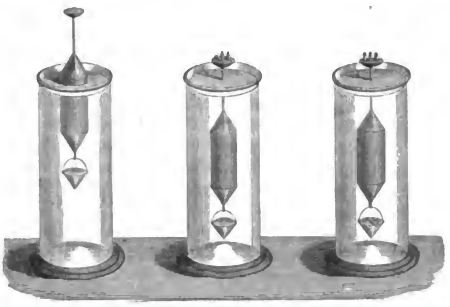

Fig. 62. Fig. 63. Fig. 64.
**Aräometer.** Diesen kleinen Apparaten liegt dasselbe Prinzip zu Grunde wie der hydrostatischen Wage, nämlich daß der fragliche Körper das eine Mal in der Luft, das andere Mal im Wasser gewogen wird; indessen sind sie in anderer Art eingerichtet. Das bekannteste dieser Instrumente ist das sogenannte Nicholson'sche Aräometer, nach seinem Erfinder, einem englischen Physiker, der in der zweiten Hälfte des vorigen Jahrhunderts lebte, so genannt. Es besteht aus einem hohlen Cylinder von Messingblech, der nach beiden Seiten konisch verläuft, an seiner unteren Spitze eine schwere Schale a trägt, welche den Zweck hat, den zu wägenden Körper aufzunehmen, sodann aber auch den Schwerpunkt möglichst tief nach unten zu verlegen. Obenhin geht der Messingkörper in einen schwachen Draht aus, der ebenfalls eine Schale b oder eine Platte trägt und an einer gewissen Stelle mit einer Marke c versehen ist. Bis an diese Marke muß der Apparat allemal zum Eintauchen gebracht werden. Da der Körper des Aräometers im Innern hohl ist, so taucht derselbe in unbelastetem Zustande nur theilweise ein (Fig. 62); um das Niedergehen bis zur Marke c zu bewirken, muß